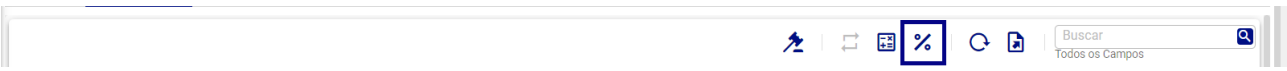

Figura 227: Cálculo por Percentual
– **Cálculo Por Percentual (Figura 227):** Esta operação recalcula todos os valores dos itens orçamentários com base no percentual cadastrado para cada item em relação ao valor dos **Impostos** definido na tela de **Percentual por Item Operacional**.